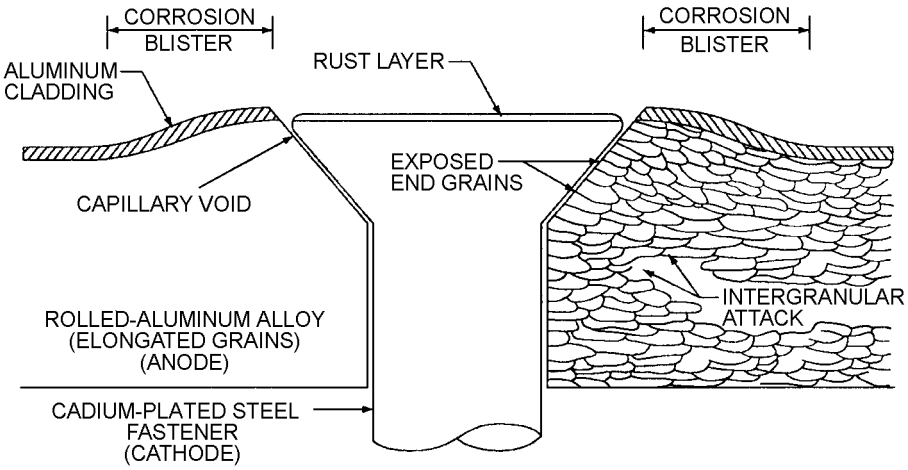

Figure 1-8. Illustration of an Intergranular Corrosion Cell
1.7.4 Intergranular Corrosion. Intergranular corrosion (see Figure 1-8) is an attack on the grain boundaries of the metal. A highly magnified cross-section of any commercial alloy shows the granular structure of the metal. This consists of quantities of individual grains, each having a clearly defined boundary that chemically differ from the metal within the grain. The grain boundaries are frequently anodic (i.e., tend to corrode more easily) to the metal within the grain. When in contact with an electrolyte, rapid corrosion occurs at the grain boundaries.